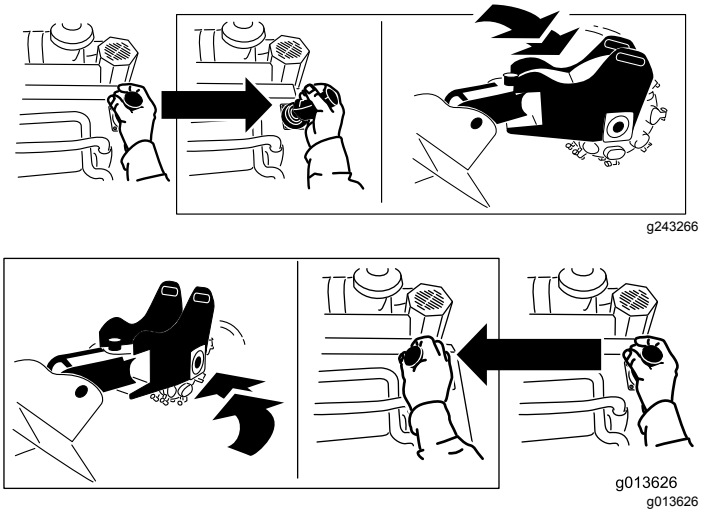

Figuur 14
- Beweeg de hendel in de gewenste richting om de frees naar links of rechts te draaien (Figuur 14).